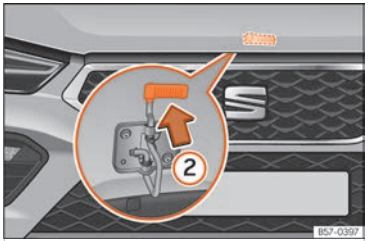

Fig. 207 Lever under the bonnet.
- To lift the bonnet, press the release catch under the bonnet upwards ››› **Fig. 207** ②. The arrester hook under the bonnet is released.